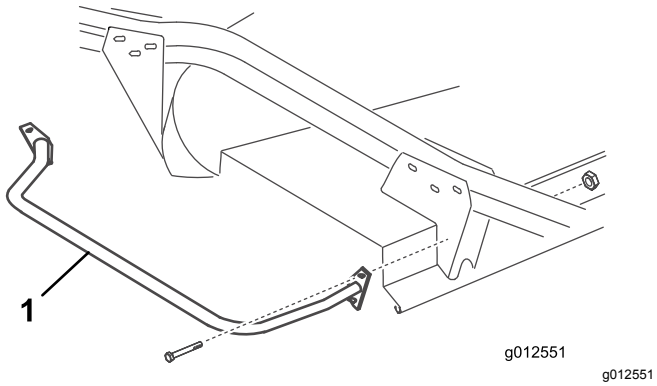

図 23
2. バンパーの前取り付けプレートの上穴を、キャスタアームブラケットに固定するボルト5/16-18 x 3"とロックナットを使用する図 23。